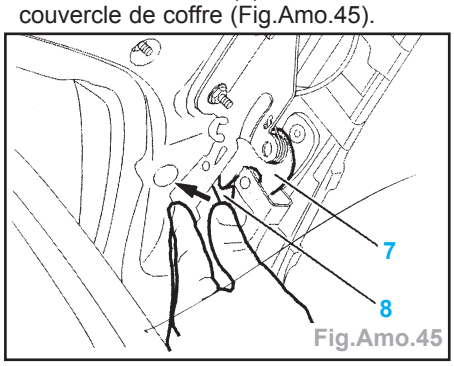

Fig.Amo.45
- Déverrouiller la gâche (7) inf. en poussant sur le crochet (8) et en écartant le couvercle de coffre (Fig.Amo.45).